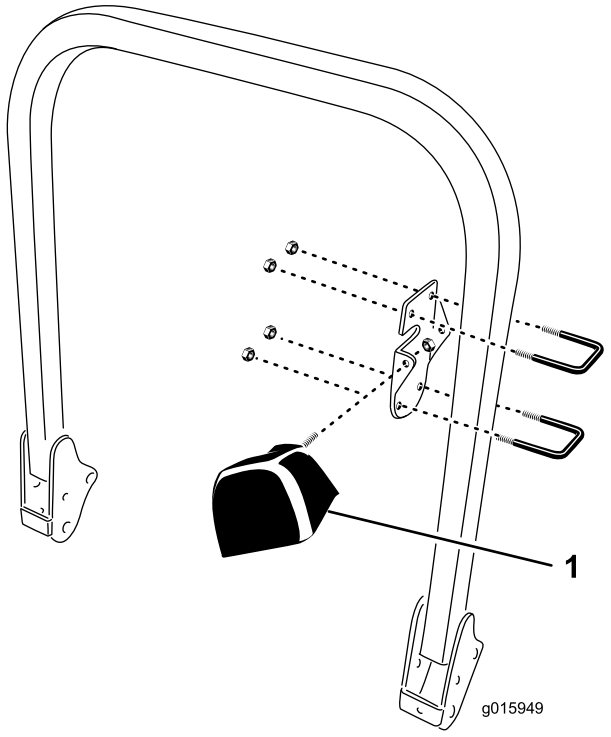

Figura 7
1. Monte el soporte del foco en el interior del ROPS con 2 pernos en U y 2 contratuercas de 3/8–16, posicionándolos según se muestra en Figura 7.